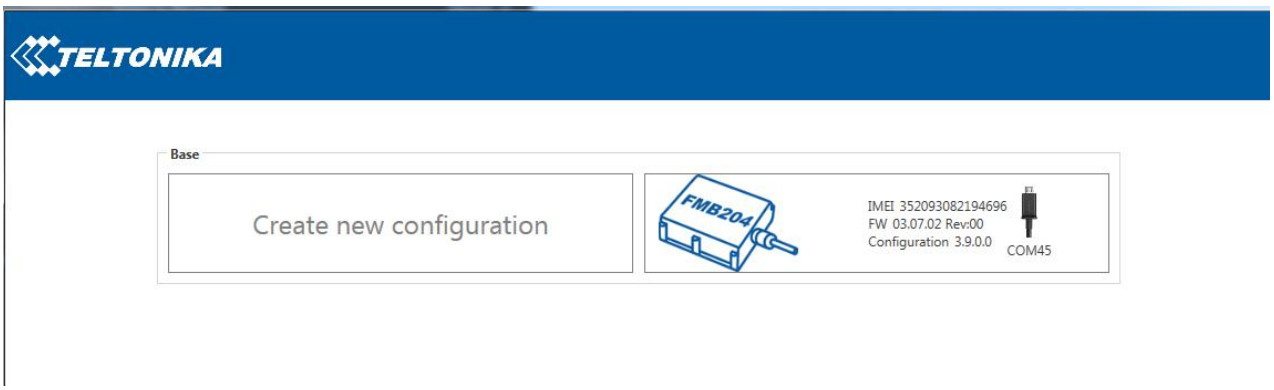

Figure 37 FMB2YX configurator connected devices window
- Launch **FMB Configurator** and connect to device as shown in **Figure 37** below**.**
- After successful connection to device wait few moments while device load current configuration, then go to blue-tooth section that visible at **Figure 37.**